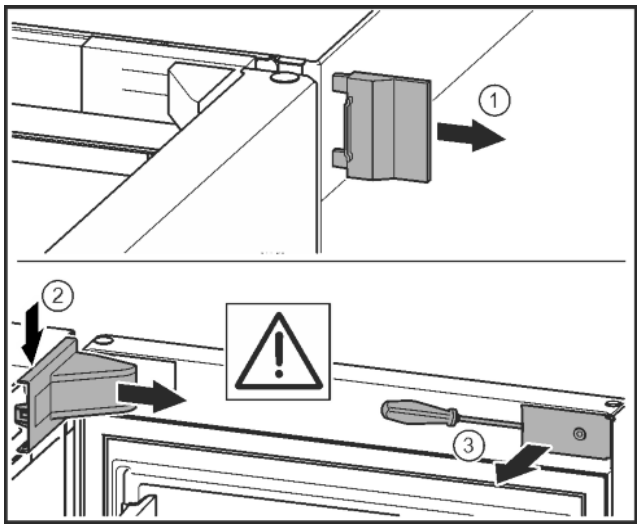

Fig. 9
▶ Remove the outer cover. *Fig. 9 (1)*
▶ Disengage and release the bearing bracket cover. Remove the bearing bracket cover. *Fig. 9 (2)*
▶ Unlatch the panel with a slotted screwdriver and swivel it to one side. *Fig. 9 (3)*